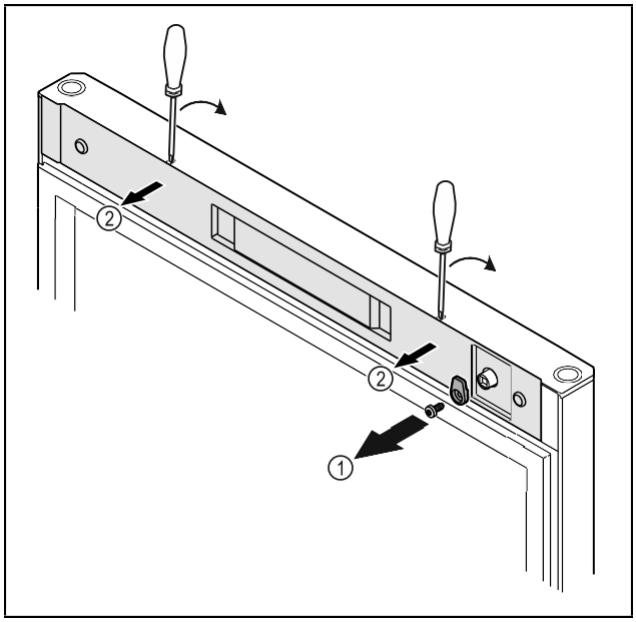

Fig. 10
- Schließhaken *Fig. 10 (1)* abschrauben.
- Abdeckung *Fig. 10 (1)* mit einem kleinen Schraubendreher ausrasten und abnehmen.